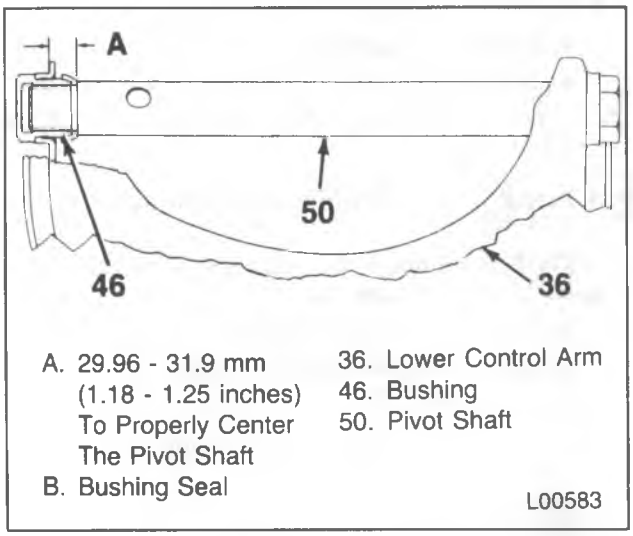

Figure 27 – Centering the Lower Control Arm Shaft (R-P2/25, 3/35)
3. Bushings (46).
- Center the shaft in the lower control arm (figure 27).